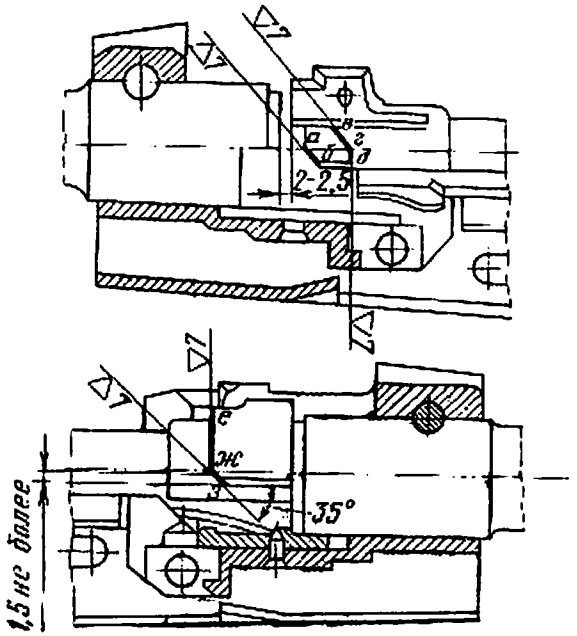

Рис. 42. Обработка боевых выступов затвора
4. Опилить скос *аб* на левом босвом выступе затвора (рис. 42) так, чтобы начало поворота затвора по винтовому скосу сухаря было при зазоре между пеньком ствола и торцом затвора в пределах 2—2,5 *мм* и чтобы
5. Пригнать поверхности *ежз* правого и *вгд* левого боевых выступов затвора (рис. 42) (по копоти) так, чтобы прилегание их к боевым уступам ствольной коробки было не менее 60% опорной площади; при этом затвор должен крыть калибр-шашку К-3 (32,85 *мм*) при усилии не более 15 *кг* (определяется по отсутствию зазора между срезом затворной рамы у рукоятки и ствольной короб-
7. При необходимости для обеспечения прохождения затвора под боевыми уступами ствольной коробки опилить ребра боевых выступов затвора (рис. 42).